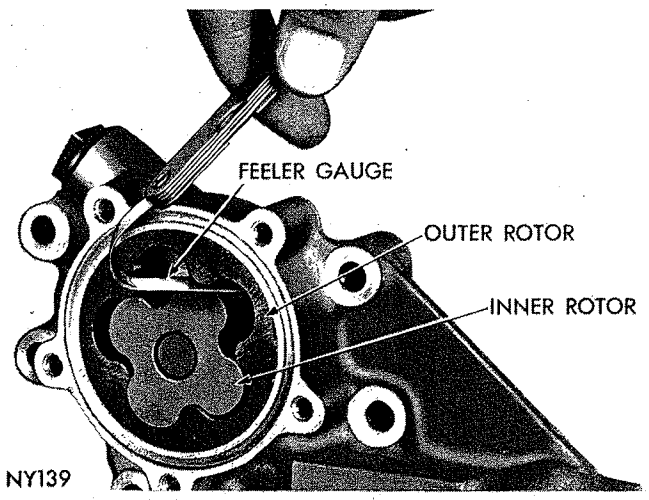

*Fig. 57—Measuring Clearance Between Rotors*
(9) If clearance between inner rotor and outer rotor (Fig. 57) is more than .010 inch, replace inner and outer rotors.
(10) Inspect oil pump relief valve plunger for scoring and for free operation in its bore. Small scores may be removed with 400 grit wet or dry paper providing extreme care is used not to round off the sharp